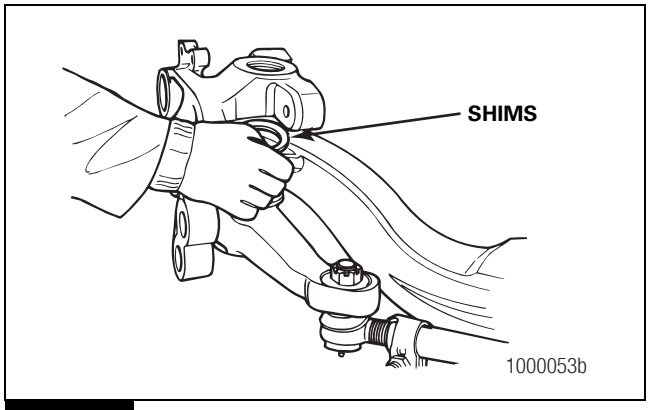

Figure 6.20
3. After inspection, place the shims on top of the axle beam bore machined surface. Align the shims for king pin installation. Figure 6.20.